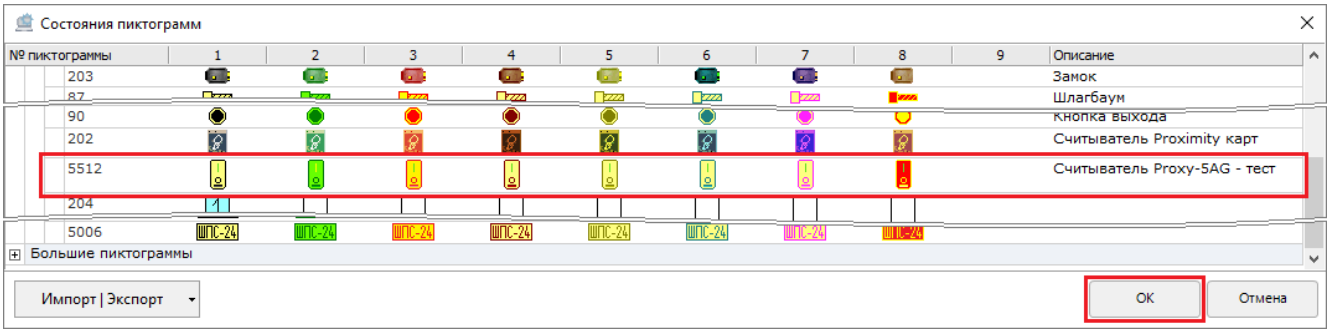

Рисунок 6-515 Сохранение пиктограмм состояний, добавленных для пользовательского вида пиктограмм
5) в нижней части окна редактора «Состояние пиктограмм» нажмите кнопку «ОК» (см. Рисунок 6-515) для сохранения всех изменений в редакторе (либо нажмите кнопку «Отмена» для отказа от изменений в редакторе).